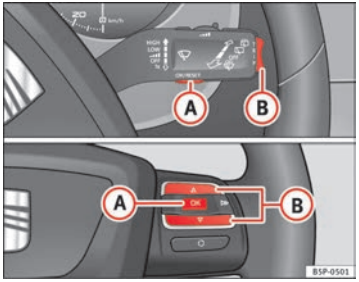

Fig. 42 Rocker buttons A and B. Steering wheel controls.
You can switch between the following displays in the multi-function display (MFD) by operating the rocker switch ⇒ fig. 42 (B) on the windscreen wiper lever. ▶